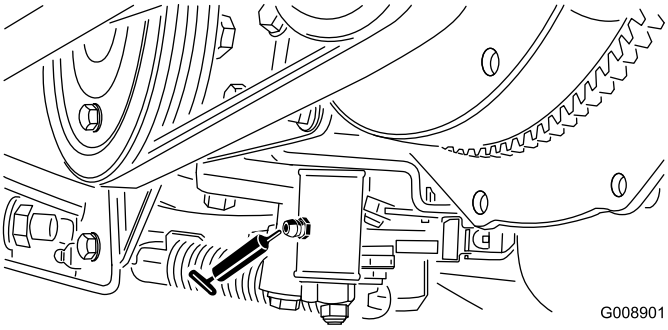

Rysunek 57
- Mechanizm regulacji pozycji neutralnej (Rysunek 57)